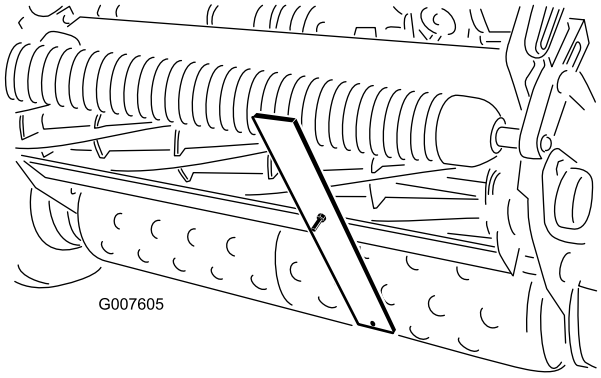

Figur 43
4. Haka på skruvhuvudet på underknivens skäregg och vila stångens bakände på den bakre valsen (Figur 43).